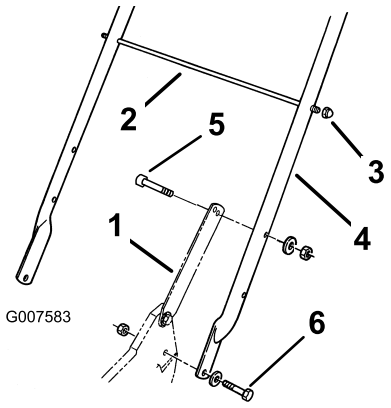

Rysunek 3
1. Przymocuj uchwyt do zewnętrznej obudowy kosiarki (używając otworu na dole) za pomocą 2 śrub (5/16 x 1 1/4 cala), podkładek oraz małych przeciwnakrętek (5/16 cala) (Rysunek 3).
2. Przymocuj zaczepy uchwytu do uchwytu za pomocą 2 śrub (5/16 x 1-1/2 cala), podkładek oraz przeciwnakrętek (5/16 cala) (Rysunek 3).
3. Wsuń drążek worka w drugie od góry otwory w uchwycie i zamocuj oba końce za pomocą przeciwnakrętek kołpakowych (Rysunek 3).